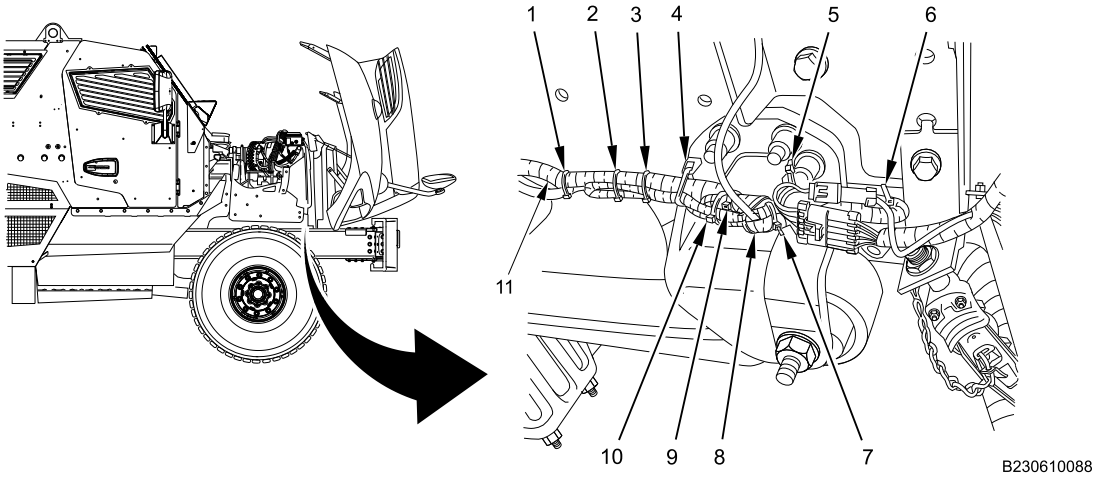

Figure 9. Front Bumper Right Harness Cable Lock Straps.
17. Remove and discard 10 cable lock straps (Figure 9, Item 1 through 10) fastening forward chassis harness (Figure 9, Item 11) together.